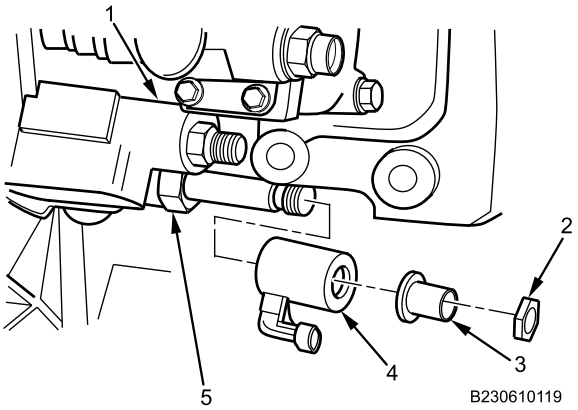

Figure 5. ICP Sensor.
4. Install IPR sensor (Figure 5, Item 5) in high pressure pump (Figure 5, Item 1). Torque sensor to 35 lb-ft (47 N•m).
5. Install solenoid (Figure 5, Item 4), sleeve (Figure 5, Item 3), and new locknut (Figure 5, Item 2) on IPR sensor (Figure 5, Item 5). Torque nut to 60 lb-in. (6.8 N•m).